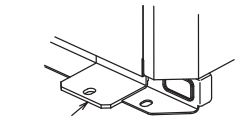

Рис. 3 (без съемной опоры)
④ Если болты крепления закручиваются после установки блока на основание, то используйте крепежные пластины (в комплект не входят). См. рис. 3 и 4.
⑤ Изолируйте отверстия, через которые в блок входят фреонопроводы и кабели, для исключения проникновения в блок мелких животных и воды, которые могут повредить компоненты блока.
⑥ При подключении френопроводов и кабелей снизу убедитесь, что они не мешают установочным элементам блока.
⑦ Следуйте дополнительным рекомендациям, приведенным в „Инструкции по установке".